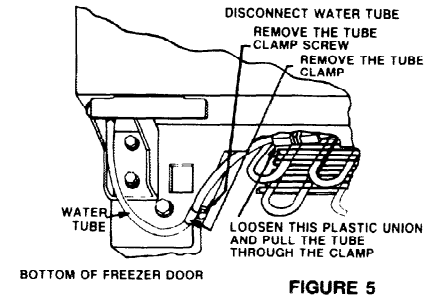

FIGURE 5
7. Disconnect freezer door bottom hinge water line by loosening the ¼" O.D. plastic tube union nut (see Figure 5).